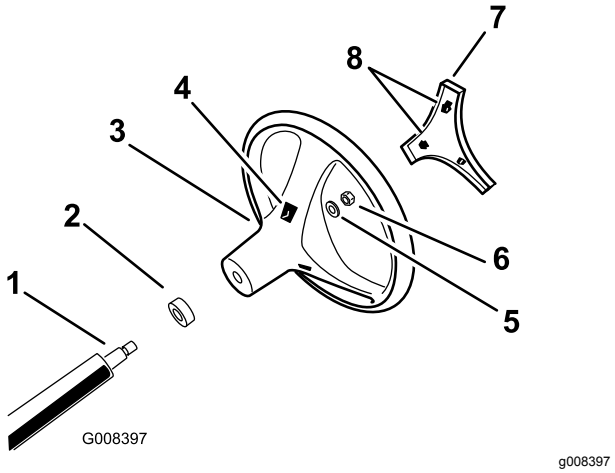

Rysunek 3
4. Zamocuj kierownicę do wału nakrętką zabezpieczającą i dokręć ją momentem od 24 do 29 N·m w sposób pokazany na Rysunek 3.
5. Ustaw zatrzaski osłony równo z wycięciami w kole kierownicy, a następnie nasuń osłonę na piastę koła kierownicy (Rysunek 3).